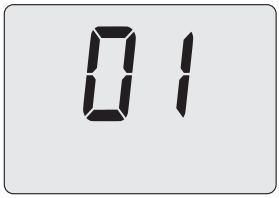

Figura 9.18
- Premendo il tasto 17 sul display LCD appare il numero **01**, indicante l'entrata nell'attivazione della "funzione spazzacamino" alla potenza minima (Figura 9.18).